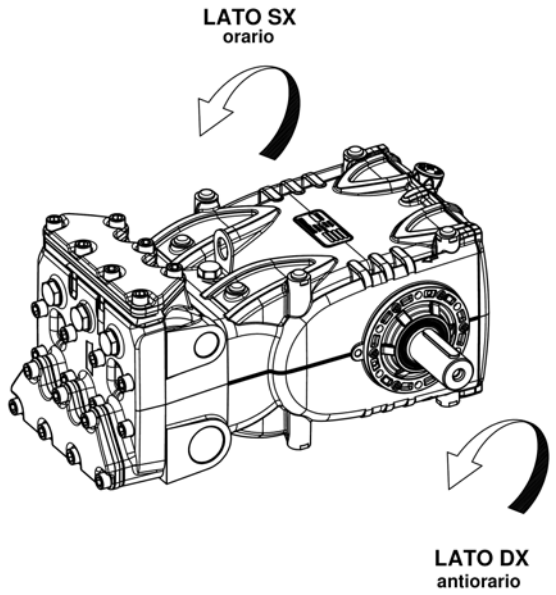

fig. 5
- as per Fig. 5 for versions without reduction gear unit;